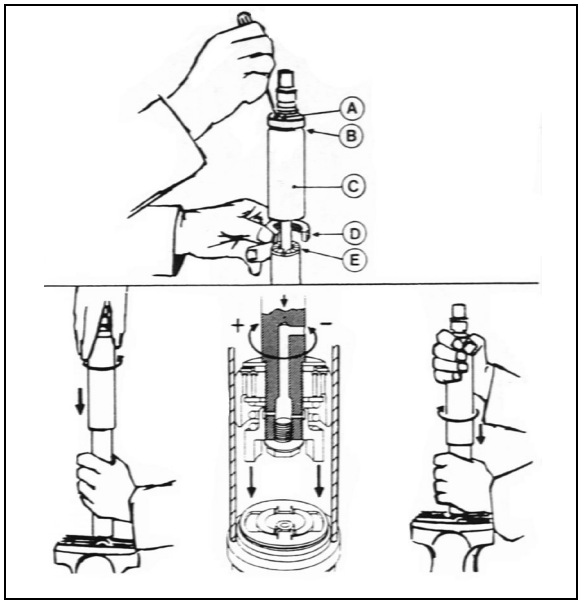

FIGURE 37: DAMPER 18643
To adjust opening and closing cycle speed on damper (Figure 37):
8. Fully close the damper while turning the dust cap or piston rod slowly CCW until it is felt that the cams of the adjusting nut engage in the recesses of the foot valve assembly (Figure 37).
| *Where a bump rubber was installed, refit same inside the dust cap and by fully closing the damper, the rubber will seat again at top of the dust cap. Refit the split plastic collar E (*Figure 37*).* |